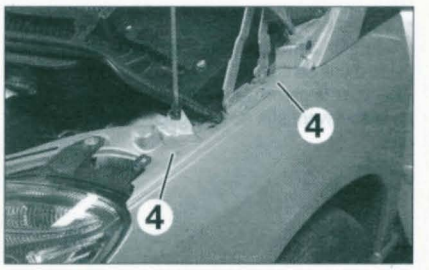

FIGURE 11-7
• Déposer les 2 vis de fixation supérieure (4) **(figure 11-7)**.